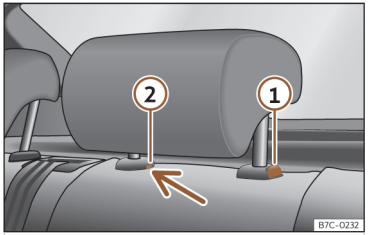

Abb. 94 Kopfstütze hinten: Ausbau.
- Drücken Sie die Taste ››› (Abb. 94) ① sowie gleichzeitig mit einem Schlitzschraubendreher (Breite max. 5 mm) in die Öffnung der Verriegelung ② und ziehen Sie die Kopfstütze heraus.